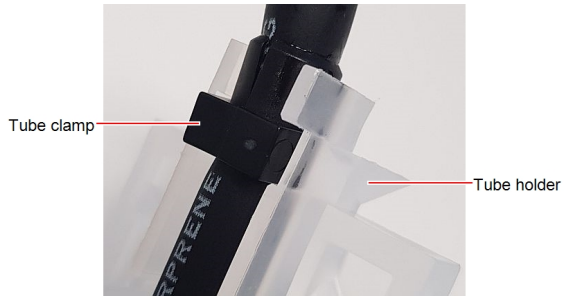

Figure 4-138 Pump tube secured with the clamp in the holder
20. Place the tube clamp onto the new tube, and insert it into the tube holder, making sure that the flat surface of the clamp faces outward (see Figure 4-138 above).